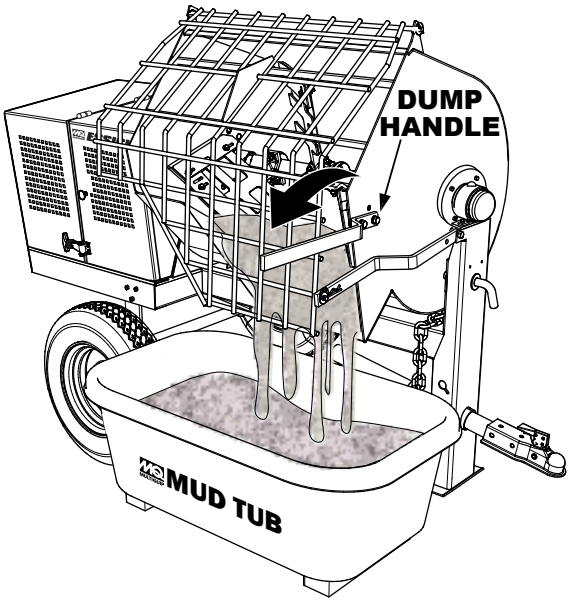

Figure 30. Dump Handle
1. Pull down on the dump handle (Figure 30) to place the drum in the **dump** position.
2. Pull upward on the dump handle (Figure 30) to place the drum in the **upright** position.